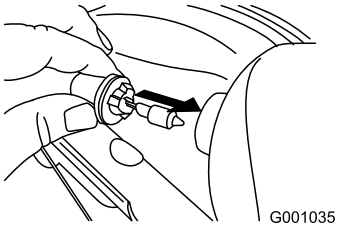

Figur 64
4. Sett en ny pære inn på baksiden av frontlykten (Figur 64).